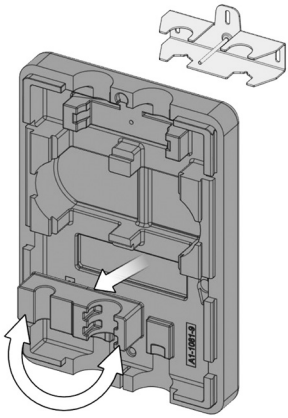

Fig. 9
4. Desprindeți piesa de prindere (9) de pe carcasa posterioară, rotiți-o cu 180° și montați-o în carcasa posterioară (fig. 9).